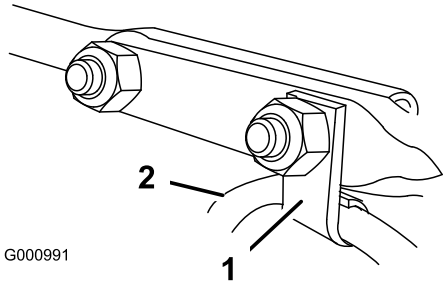

Figur 16
6. Montera kabelklämman, som stödjer strålriktarkabeln, på den främre vagnsbulten, och fäst vagnsbultarna med låsmuttrar från påsen med lösa delar (Figur 16).